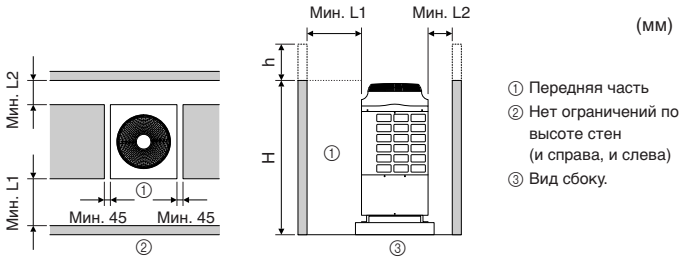

Fig. 2-6
(3) Если входящий воздух поступает справа и слева (Fig. 2-6)